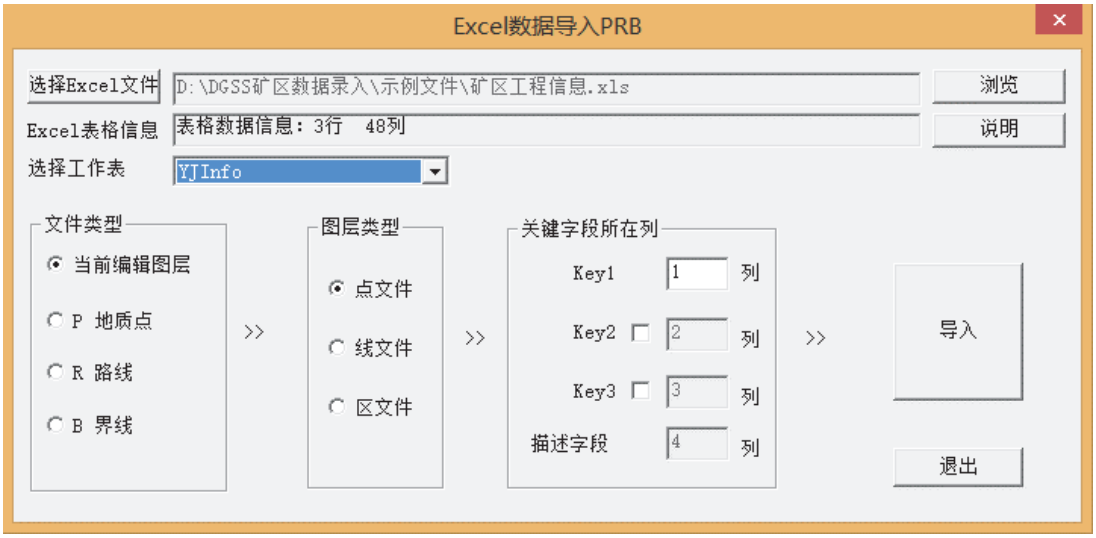

图 4-35
5. 弹出“Excel 数据导入 PRB”对话框，点击“浏览”，选择“矿区工程信息.xls”文件，工作表选择“YJInfo”，其他项目默认，然后点击“导入”，完成浅井工程属性的导入（见图 4-35）；